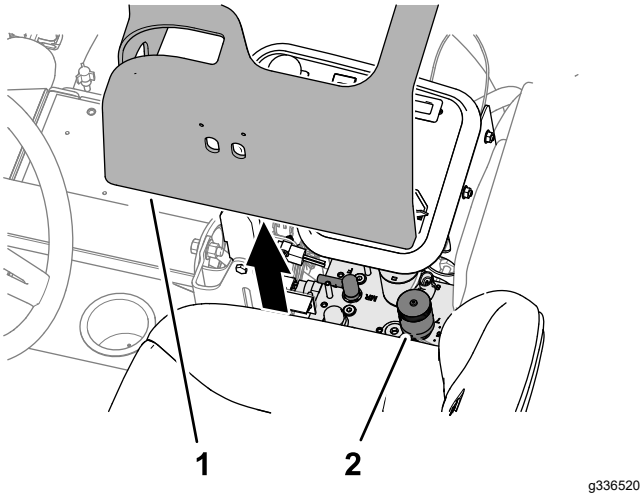

**Figur 38**
2. Løft av dekselet på Kontrollarmen (Figur 38).